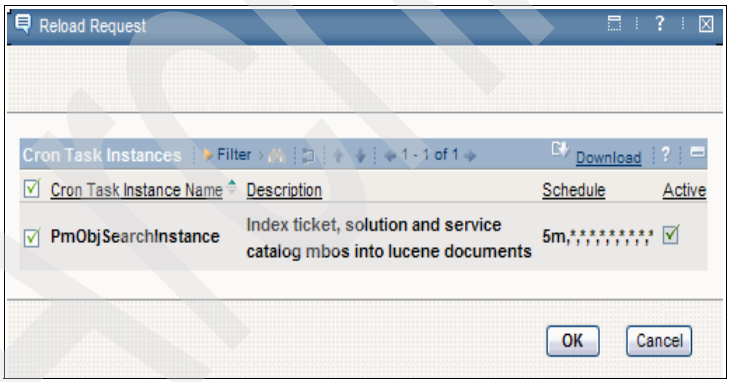

Figure 13-20 Cron task
6. Select **PmObjSearchInstance**, and click **OK**, as shown as Figure 13-20.